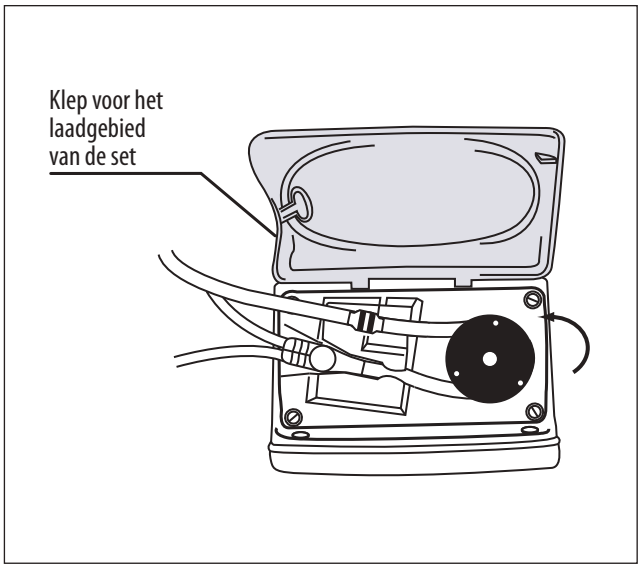

Afbeelding 6B.
3. Pak het uiteinde van de MISTIC-bevestiging (zwarte ringvormige bevestiging) en wikkel de slang linksom rondom de rotor. **Voorkom dat de siliconenslang te ver uitgerekt wordt. (Afbeelding 6B).**
4. Trek het uiteinde van de MISTIC-bevestiging voorzichtig naar links en omhoog om deze boven de gleuf aan de linkerkant te positioneren en laat de bevestiging dan in de gleuf zakken. Duw de bevestiging omlaag en laat hem daarna los om te controleren of hij goed op zijn plaats zit. (Afbeelding 6B)